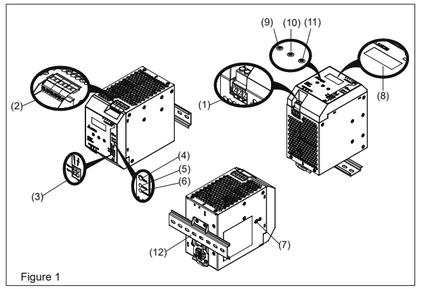

Figure 1
2. Gerätebeschreibung (Abb. 1)
4.1. Anschluss der Eingangsklemmen (Abb. 1, Abb. 6)
Bei Wechselstromeingangsverbindungen müssen die L, N und PE-Anschlüsse am Eingangsklemmverbinder (siehe Abb. 1(1)) zum Herstellen der Verbindung für 100-240 Vac verwendet werden. Abb. 6 zeigt den Anschluss an die unterschiedlichen Netztypen.
4.2. Anschluss der Ausgangsklemmen (Abb. 1 (2))
Verwenden Sie die Schraubklemmen „+“ und „-“, um den 24 Vdc-Anschluss herzustellen. Am Ausgang stehen 24 Vdc zur Verfügung. Die Ausgangsspannung kann am Potentiometer zwischen 24 und 28 Vdc eingestellt werden. Die grüne LED „DC OK“ zeigt die korrekte Funktion des Ausgangs an (Abb. 1 (5)). Das Gerät verfügt über einen Kurzschluss-, Überlast- und Überspannungsschutz, der auf 35 Vdc begrenzt ist.